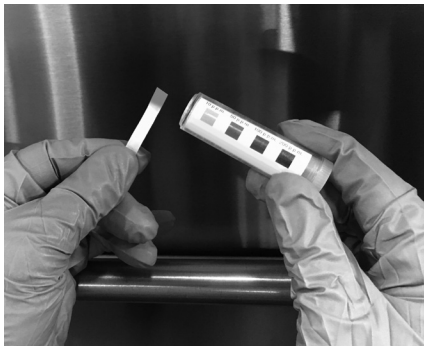

Fig. 27
3. Compare the test strip to the test scale provided with your testing kit (Fig. 27). If the sanitizer level is out of limits (i.e. below 50 ppm or above 100 ppm), adjust the dosing. Refer to Chemical Pump Programming (page 20), for adjustment instructions, or contact your chemical provider.